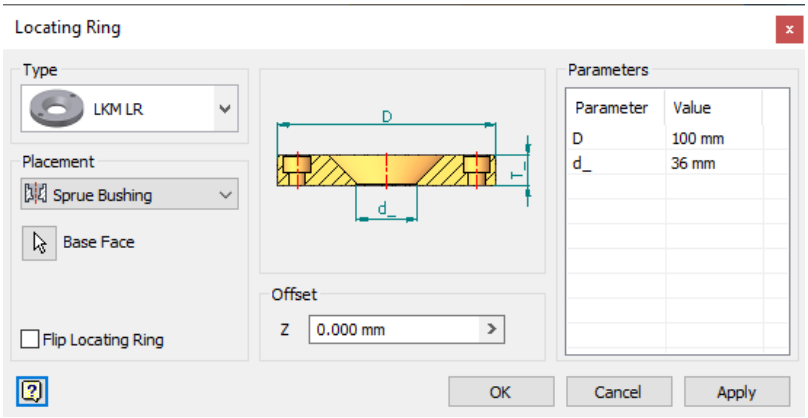

Figure 19-68 *The* ***Locating Ring*** *dialog box*
1. Choose the **Locating Ring** tool from the **Mold Assembly** panel in the **Mold Assembly** tab of the **Ribbon**; the **Locating Ring** dialog box is displayed, as shown in Figure 19-68.